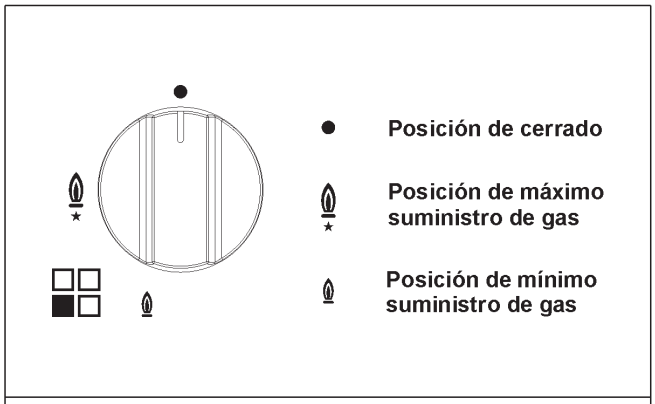

FIG. 1
Presionar y girar hacia la izquierda el mando correspondiente al quemador que se desea usar, colocarlo en la posición de máximo (llama grande fig. 1) y acercar un fósforo encendido al quemador.
Apretar y girar en sentido antihorario el botón que corresponde al quemador a usar, colocarlo en la posición de Máximo (llama grande fig. 1), apretar y dejar el botón de encendido "E".
Presionar y girar hacia la izquierda el mando correspondiente al quemador que se desea usar, colocarlo en la posición de máximo (llama grande fig. 1) y, luego, presionar el mando hasta el final.
Con los quemadores provistos de termopar de seguridad, se debe girar hacia la izquierda el mando correspondiente al quemador que se desea usar, colocarlo en la posición de máximo (llama grande fig. 1) hasta percibir un pequeño tope y seguidamente presionar el mando y repetir la operación indicada anteriormente.
- Una vez conseguida la ebullición, girar el mando a la posición de mínimo (llama pequeña fig. 1).
- ***el encendido de los quemadores dotados de termopar de seguridad puede ser efectuado sólo cuando el mando está en posición de máximo (llama grande fig. 1).***